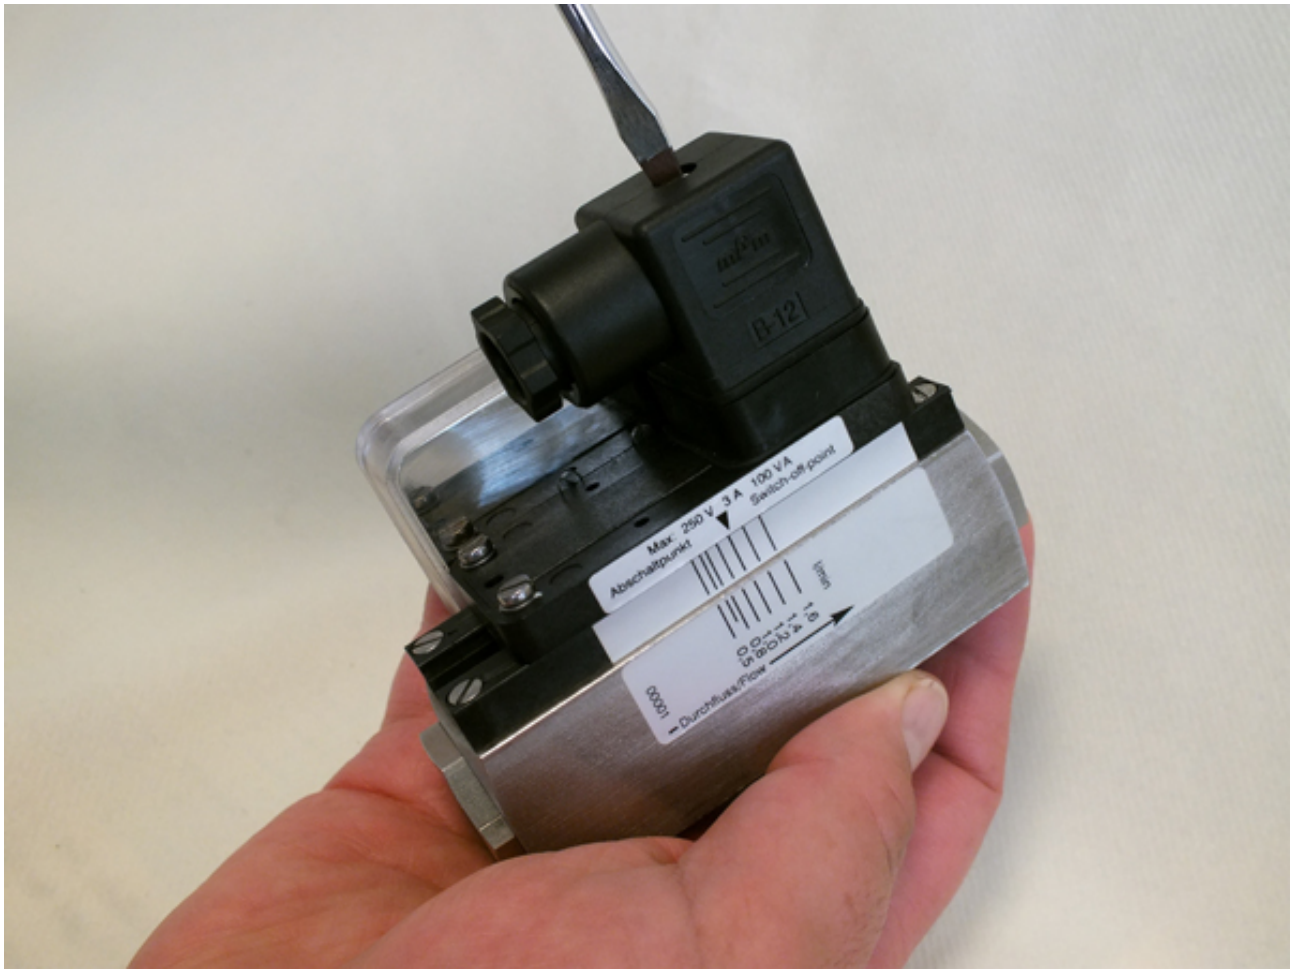

Abb. 71: Steckerdose lösen
1. Mit einem Schlitzschraubendreher die Befestigungsschraube (*Abb. 71*) der Steckerdose lösen